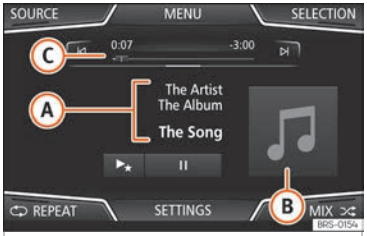

Fig. 222 MEDIA main menu.
- Press the infotainment button ⊞ / MENU and then select the **Media** context to open the *MEDIA* main menu ››› Fig. 222.
The media source being played is indicated on the dropdown list when pressing the SOURCE function button ››› Fig. 222.